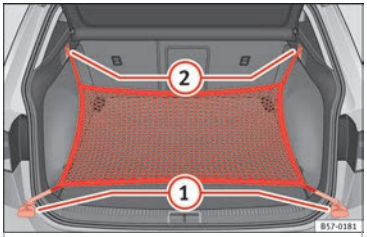

Fig. 168 In the luggage compartment: rings ① and hooks ② for attaching the net bag.
- Secure the short net hooks to the fastening rings ››› **Fig. 168** ① ››› ⚠. The bag zip should be facing upwards.
- Secure the straps in the bag hooks ②.